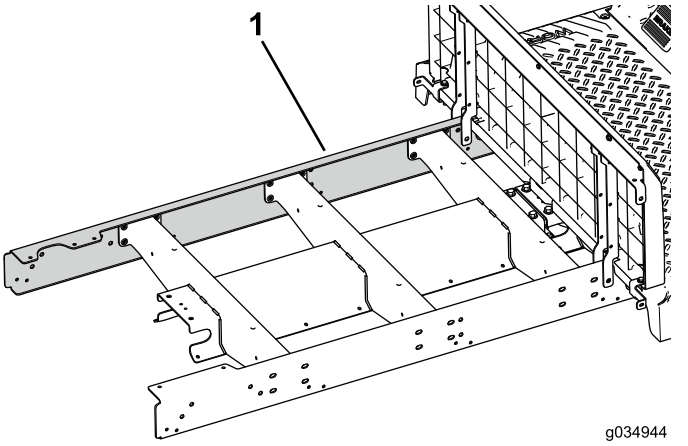

Figure 25
5. Montez, sans le serrer, le longeron d'extension du côté gauche de la machine (Figure 25).